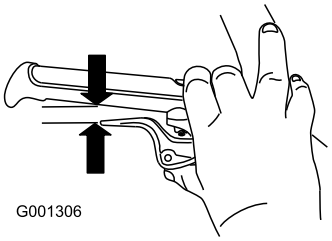

Figur 9
5. Klem spaken helt inn, kontroller deretter mellomrommet mellom bunnen av håndtaket og enden på hjulclutchspaken (Figur 9).